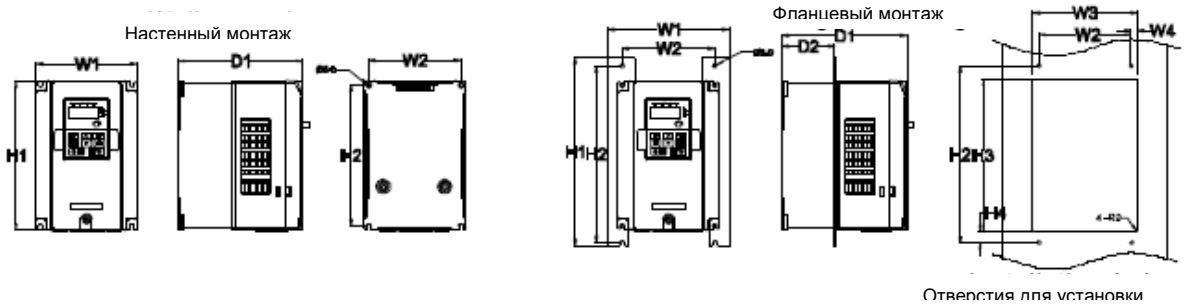

Рисунок 4-3. Габариты преобразователей частоты RI100.
Преобразователь частоты должен быть закреплен четырьмя винтами (или болтами, в зависимости от габаритов). Установочные размеры приведены на рис. 4-3 и в таблице 4-1.
(1) Отметьте отверстия перед установкой. Разметка отверстий указана на рис. 4-3.
(2) Установите ПЧ на стену.
(3) Установите винты или болты в отмеченные отверстия.
(4) Надежно затяните винты в стене.